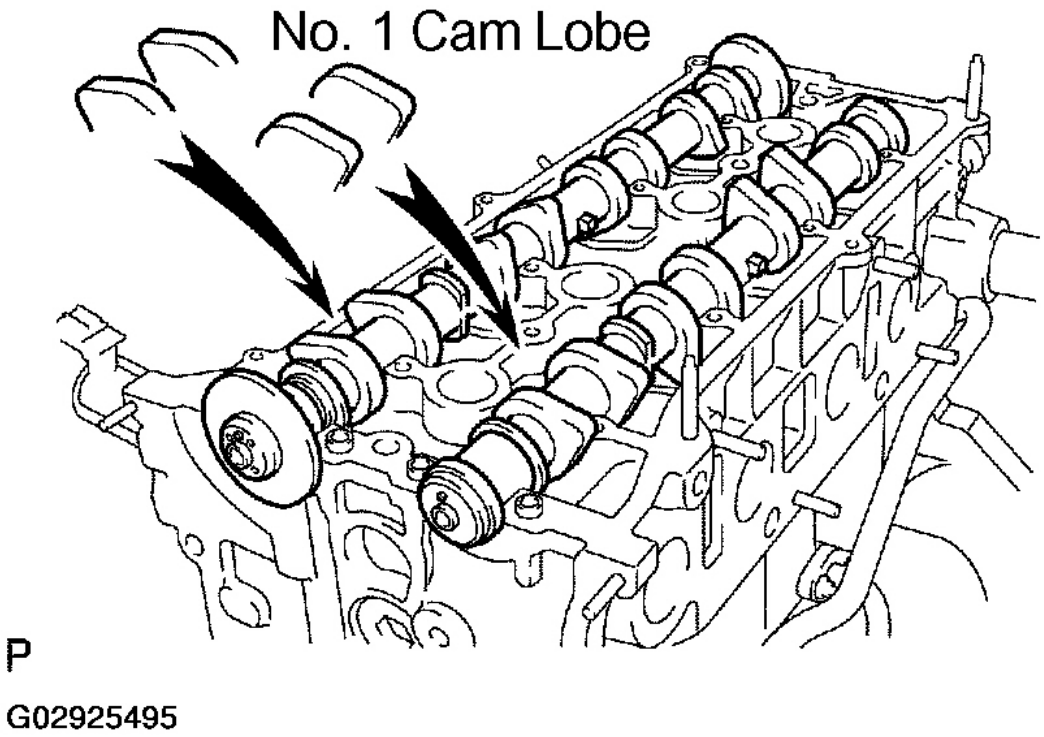

Fig. 142: Placing Camshafts On Cylinder Head With No. 1 Cam Lobes
c. Place the 2 camshafts on the cylinder head with the No. 1 cam lobes facing as shown, see **Fig. 142** .